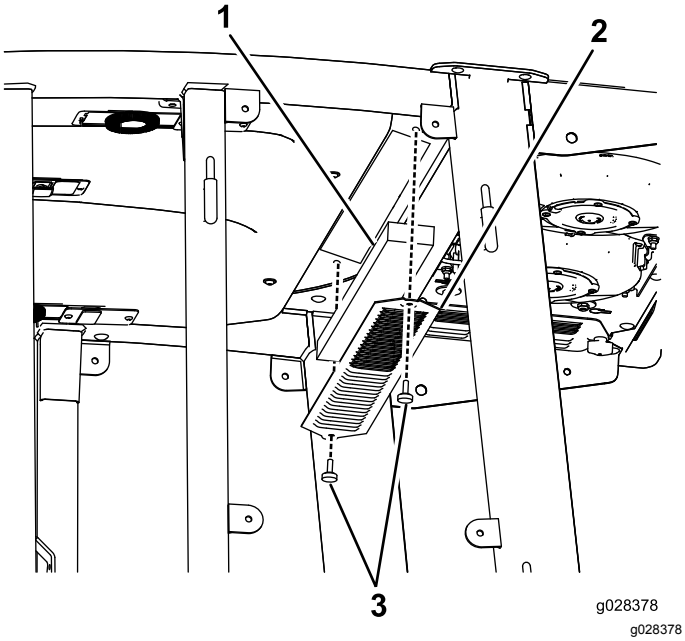
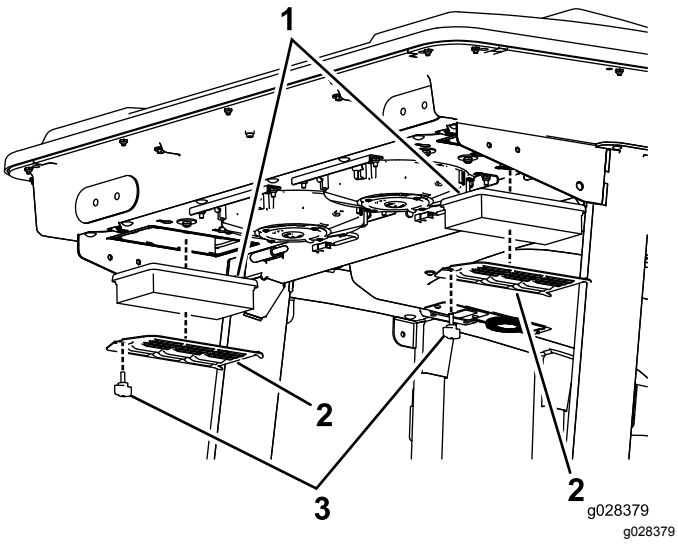
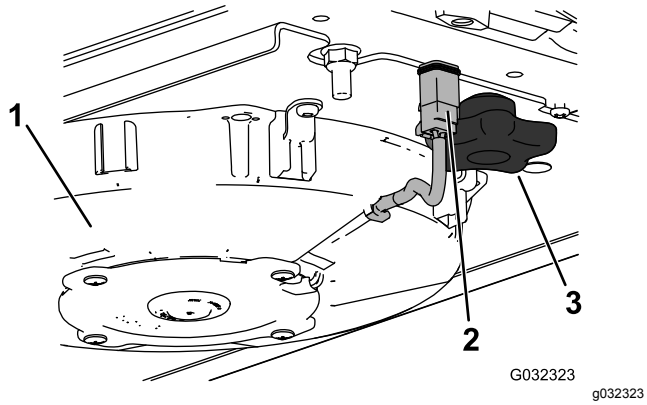
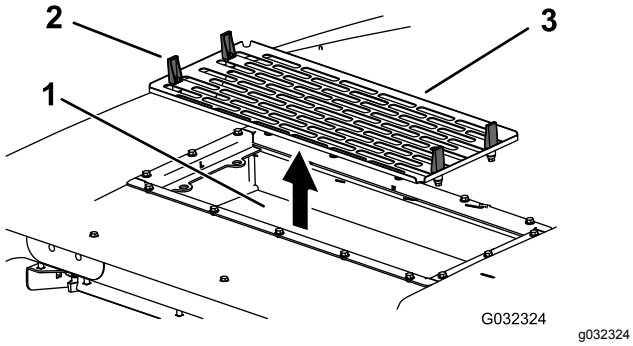

Figur 135
Figur 136
Figur 138
Figur 139
1. Afmonter skruerne og ristene fra luftfiltrene inde i førerhuset og bag førerhuset (Figur 135 og Figur 136).
2. Afmonter ledningen for de enkelte ventilatorer (Figur 138).
4. Åbn de fire låse på airconditionenheden, og fjern filteret (Figur 139).
5. Afmonter luftfiltrene (Figur 136).
7. Monter luftfiltrene, filteret og ventilatorenheden (Figur 136, Figur 138 og Figur 139).
8. Tilslut ledningen for de enkelte ventilatorer (Figur 138).